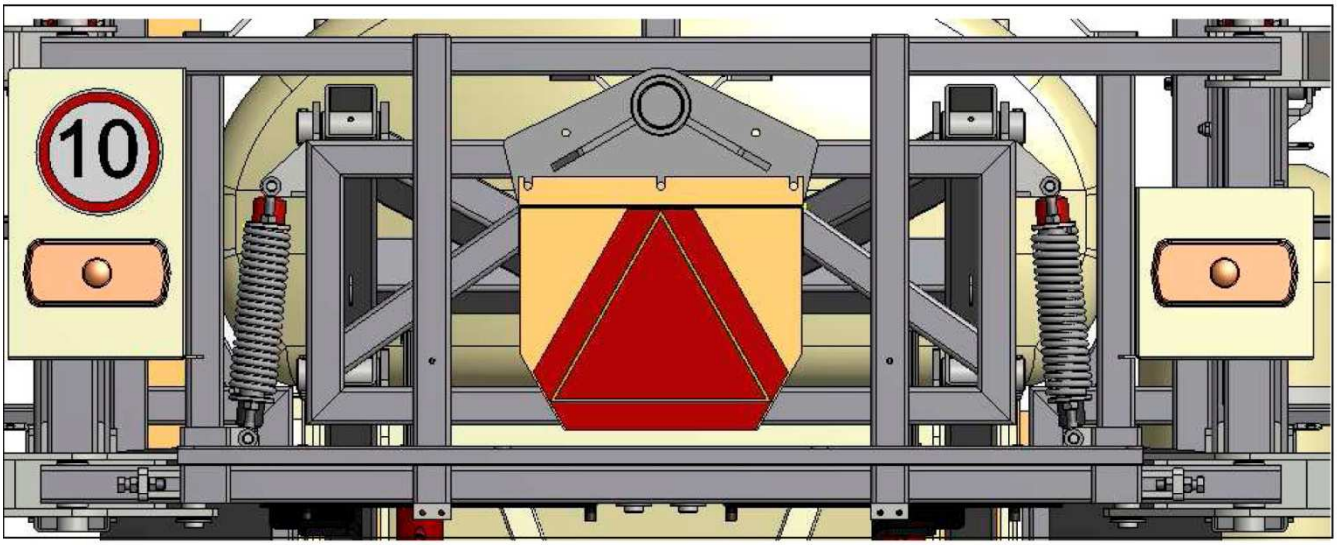

Рисунок 3.18 – Фонари задние
- фонари задние (рисунок 3.18);